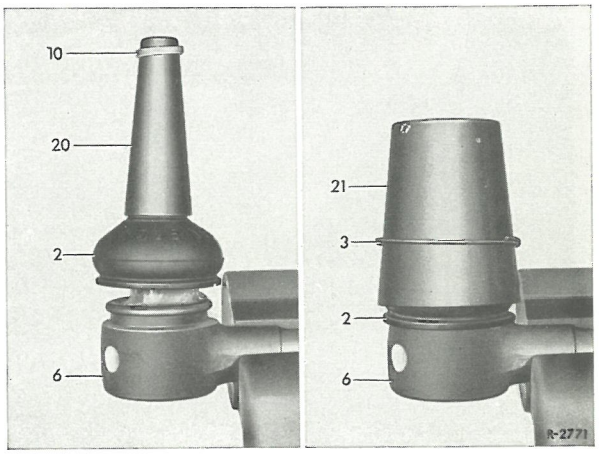

Fig. 46-9/5
7 Til indsætning af spændering-en(3)og kunststofringen(10) la-ves to kapper(20)resp.(21)efter målene i fig. 46-9/5. Uden disse montagekapper er det yderst van-skeligt at montere specielt spænderingen(2),fig.46-9/5-6.